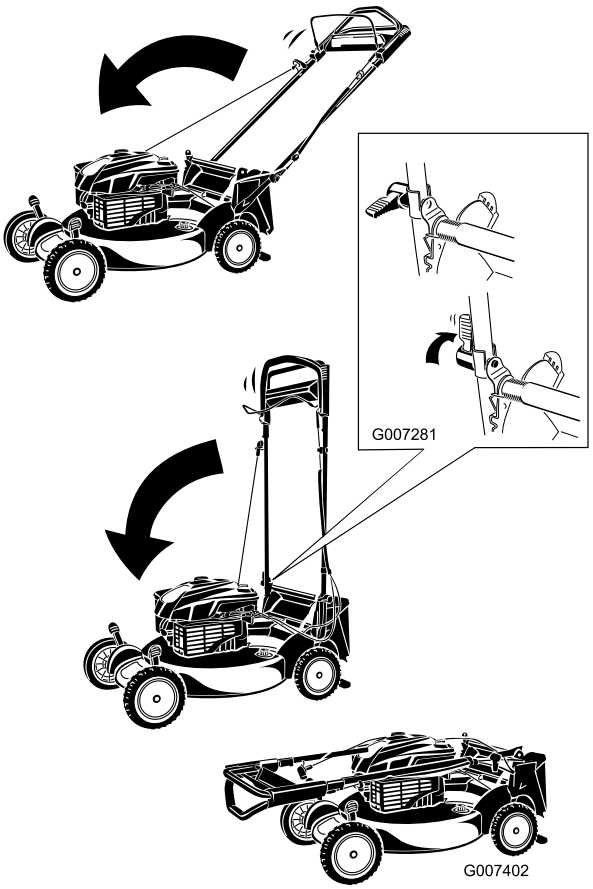

**Figura 40**
1. Fate ruotare la stegola in avanti (Figura 40).